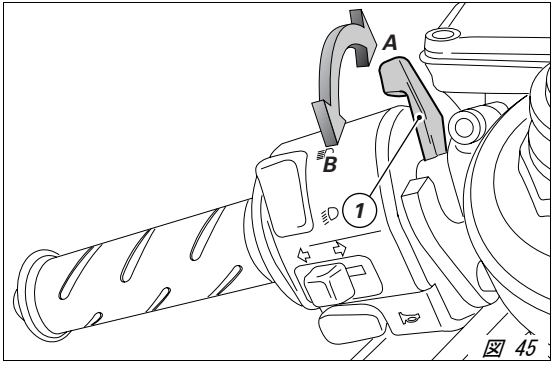

図 45
2) スターターレバーを（B）の位置に動かします（図 45）。
4) スターターレバー（1）を縦の位置（A）にゆっくり動かします（図 45）。
「常温での始動」と同じ手順で行いますが、スターターレバー（1、図 45）は使用しないで下さい。